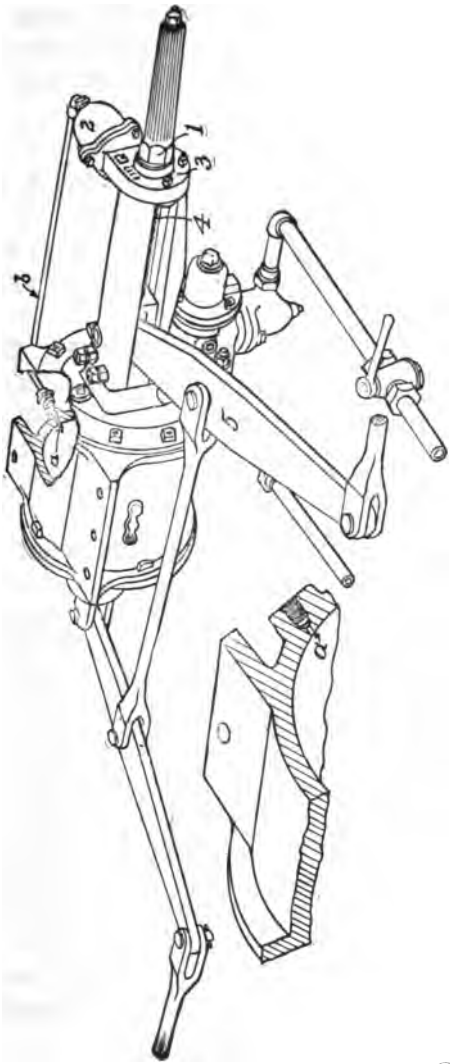
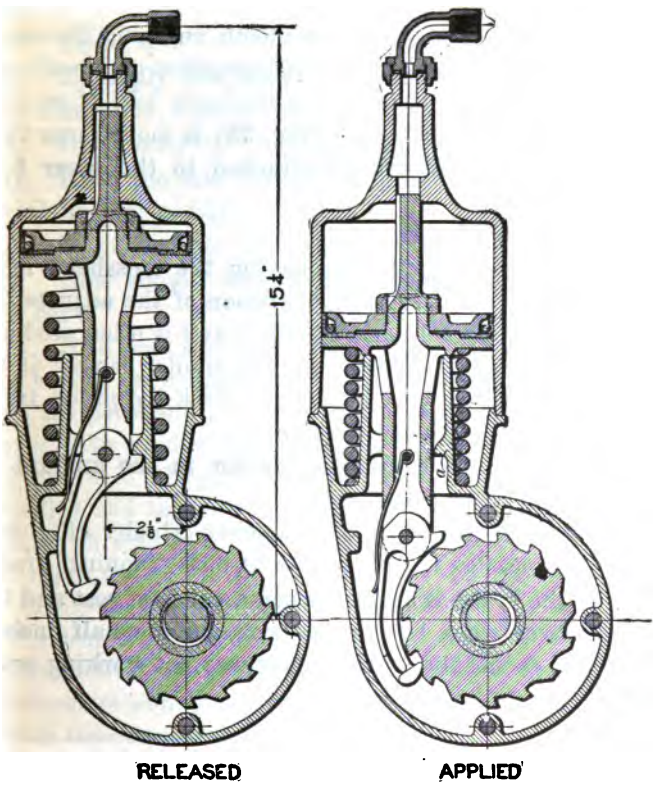
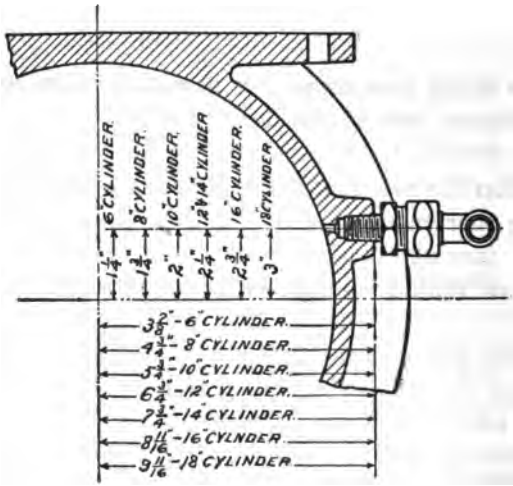

FIG. 28.—SHOWING APPLICATION OF AMERICAN BRAKE SLACK ADJUSTER TO A PASSENGER CAR EQUIPMENT.
FIG. 29.—SECTIONAL END VIEW OF AMERICAN AUTOMATIC BRAKE SLACK ADJUSTER.
FIG. 30.—SHOWING PROPER METHOD OF DRILLING BRAKE CYLINDERS WHEN USED WITH THE AMERICAN AUTOMATIC BRAKE SLACK ADJUSTER.
Q. Name the different parts of the American Brake Slack Adjuster shown in Fig. 29?
Q. Name the parts shown in Fig. 28?
Q. What is the object of the lug a (Fig. 29)?
A. As illustrated in Fig. 29, its object is to lift the pawl out of the ratchet nut when the adjuster piston is in release position. In the position shown the ratchet nut can be turned by hand to take up or let out slack when necessary, as when applying new brake shoes.
A. In Fig. 29 it is shown both in the normal or release position, and as when applied. If there is sufficient slack in the brake rigging, so that the piston in the large cylinder (Fig. 28) uncovers port *a* when the brake is applied, cylinder pressure will pass through port *a*, pipe *b*, and into the slack-adjuster cylinder (Fig. 29). The piston will be forced out, compressing the piston spring. The movement of the piston disengages the pawl from lug *a*, and the pawl spring causes the pawl to engage in the teeth of the ratchet nut.
When the brake is released and the piston in the brake cylinder is forced to release position by the release spring, port *a* is connected with the non-pressure end of the cylinder, hence the air in the slack adjuster cylinder passes through pipe *b* (Fig. 28), port *a*, and out to the atmosphere through the non-pressure head.
the piston spring forces the piston back and it in turn, through the pawl, turns the ratchet nut which draws the screw away from the cylinder. Lever 5 (Fig. 28) is fastened to a crosshead attached to the adjuster screw, hence the lever is moved correspondingly, the effect of which is to draw all the brake shoes nearer to the wheels.
Q. How many teeth does the pawl skip at each movement of the adjuster piston throughout its stroke, and what movement of the crosshead attached to lever 5 (Fig. 28) result?
Q. If the adjuster nut 1 (Fig. 28) is moved one turn, how far will the crosshead attached to the lever 5 be moved?
A. The location of port *a* in the brake cylinder (Fig. 28). It is usually located to obtain an eight-inch "running" travel.
A. By turning the ratchet nut 1 (Fig. 28) to the left.
A. Drill port *a* so that brake cylinder pressure can reach pipe *b* after the cylinder piston has travelled eight inches and erect the parts and piping as shown in Fig. 28, pipe *b* to be copper. The smaller part of port *a* (Fig. 30) is drilled with a ⅛-inch drill; the part of the port into which pipe *b* connects is drilled and tapped for ¼-inch pipe. After erecting, test joints with soap suds. Next put on a new set of brake shoes and adjust the piston travel by means of the dead levers, from six to six and one-half inches.
A. The adjuster is so designed that the adjuster screw when at the end of its stroke is drawn against a set screw at the end of the adjusting nut (Fig. 28), as shown in the cut. Removing this set screw permits of a further movement of the crosshead and the usual operation takes place, allowing the pawl to be disengaged. The adjuster nut may then be turned by hand, thus moving the crosshead nearer the large cylinder for the purpose of giving sufficient slack to permit of the application of new brake shoes. The set screw should always be replaced after the pawl has been liberated and the crosshead moved back.